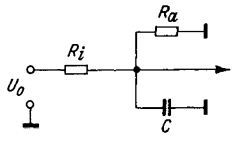

Bild 64. Zur Betrachtung des Generatorwiderstandes am Bildgleichrichter
b) Es erscheint wesentlich einfacher, den Videoteil allein durchzumessen und abzugleichen. Man muß dann annehmen, daß nach Abgleich des Zwischenfrequenzverstärkers auf die Sollkurve alles in Ordnung ist. Praktisch ist dies meist der Fall. Ausschlaggebend für den Abgleich des Videoteils ist der Generatorwiderstand des Gleichrichters. Hierzu eine kleine Betrachtung an Hand von **Bild 64.** U_0 ist eine für alle Videofrequenzen konstante Generatorspannung, R_i der Generatorinnenwiderstand und R_a der Richtwiderstand mit parallel liegender Kapazität C. Die Diode soll außer Betracht bleiben. Nimmt man R_i praktisch zu Null an, so liegt zweifellos am Richtwiderstand für alle Frequenzen die gleiche Spannung. Der Frequenzgang ist linear. C spielt dann keine Rolle. Nimmt man R_i jedoch sehr groß gegen R_a an, so fließt im Stromkreis durch R_i praktisch ein konstanter Strom für alle Frequenzen. Dieser teilt sich in einen ohmschen Strom durch R_a und einen kapazitiven durch C. Letzterer nimmt mit der Frequenz zu, der Strom in R_a jedoch ab. Mit zunehmender Frequenz wird also die Spannung an R_a kleiner werden.